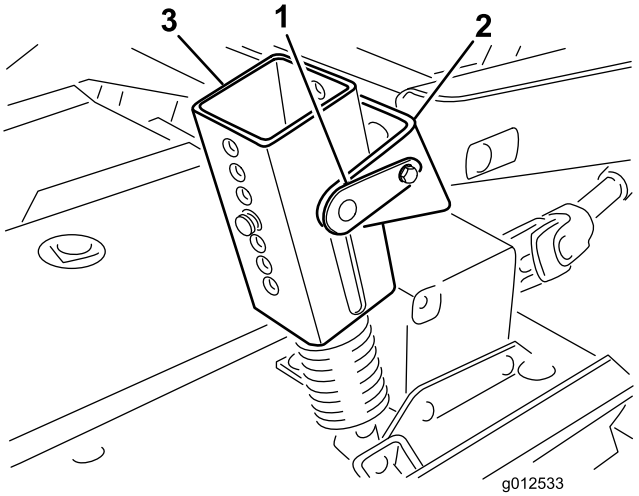

Figura 1
2. Solo sui trattorini serie 200, scollegate il contrappeso dal trattorino, togliete i perni di bloccaggio dalle staffe, separate i gruppi di tensione delle molle dalle staffe e posateli sul piatto. Fissate senza serrare i perni di bloccaggio alle staffe, per evitare di perderli (Figura 1).